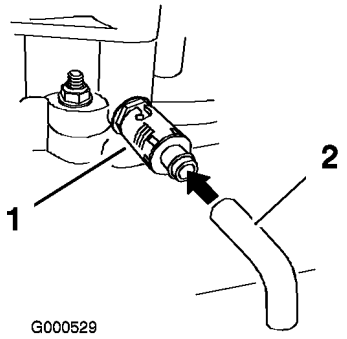

Figure 26
6. Placez un bac sous le flexible de vidange. Tournez le robinet de vidange d'huile pour permettre à l'huile de s'écouler (Figure 26).
8. Enlevez le flexible de vidange (Figure 26).